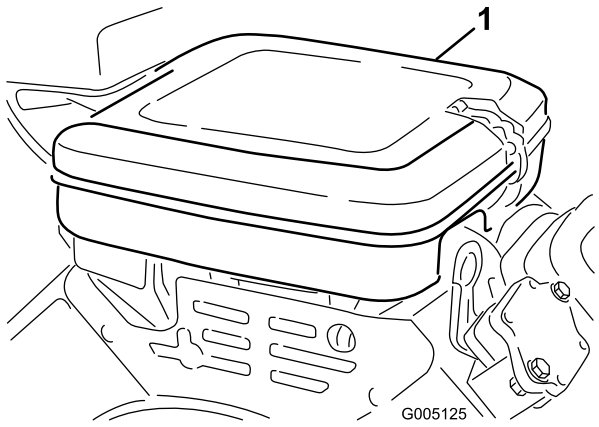

Figur 32
1. Lossa på låsklämmorna och ta bort luftrenarkåpan (Figur 32). Rengör kåpan ordentligt.